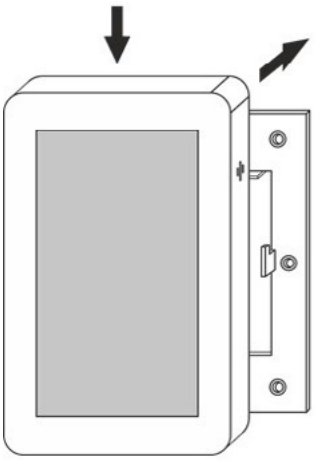

Рис.12
- Установить панель на монтажную рамку согласно рисунку (см. рис.12).
5. Установить панель на монтажную рамку согласно рисунку (см. рис.12).